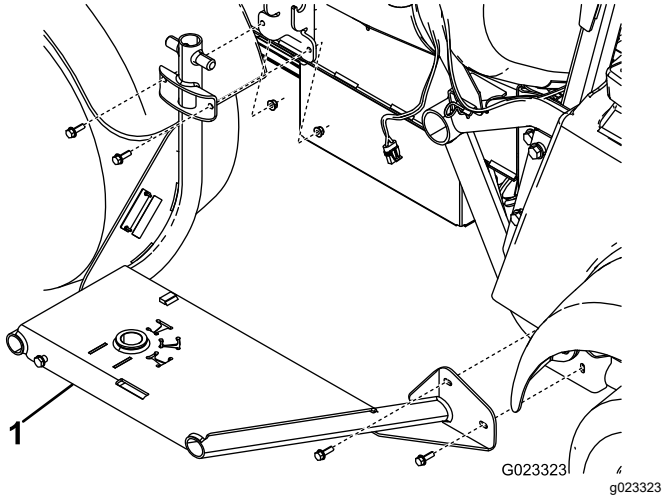

Figura 8
1. Montare il supporto per avvolgitubo sul lato della macchina utilizzando 4 bulloni (5/16”) e 4 dadi flangiati (5/16”) come illustrato nella Figura 8.